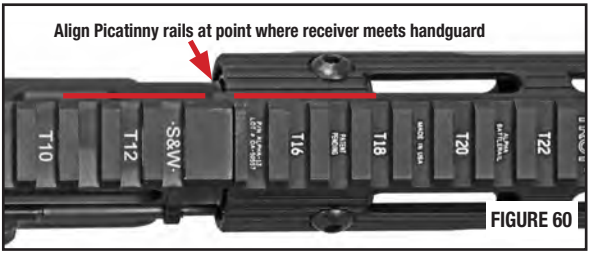

FIGURE 60
- Before tightening the 3 screws that hold the handguard in position, check that the picatinny rail on the receiver is aligned with the rail on top of the handguard (FIGURE 60).